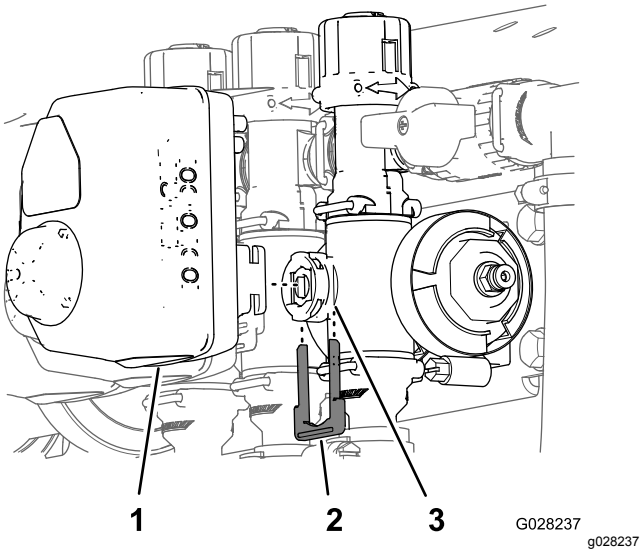

Figur 109
3. Fjern holderen som fester aktuatoren til manifoldventilen for mengderegulatoren, risteventilen, hovedbomventilen eller bomseksjonsventilen (Figur 109).